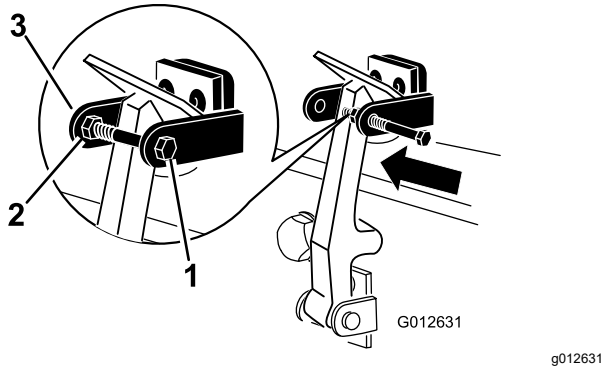

**Figur 18**
7. Skru bolten ind i den anden arm på hjelmlåsebeslaget for at låse låsen på plads (Figur 18).